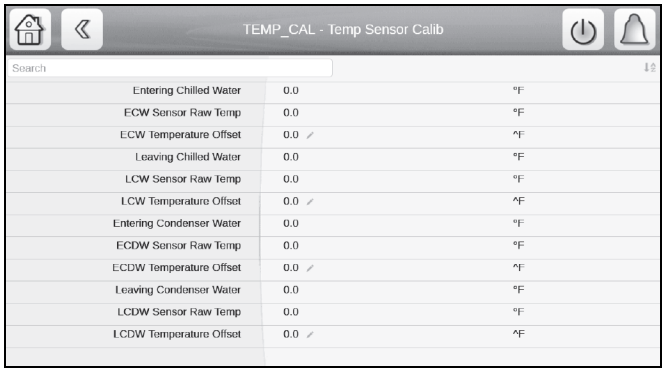

Fig. 44 — Temp Sensor Calib Screen, Page 1
5. In the Temp Sensor Calib screen, enter the temperature offset for the appropriate sensor as calculated in Step 4. See Fig. 44.